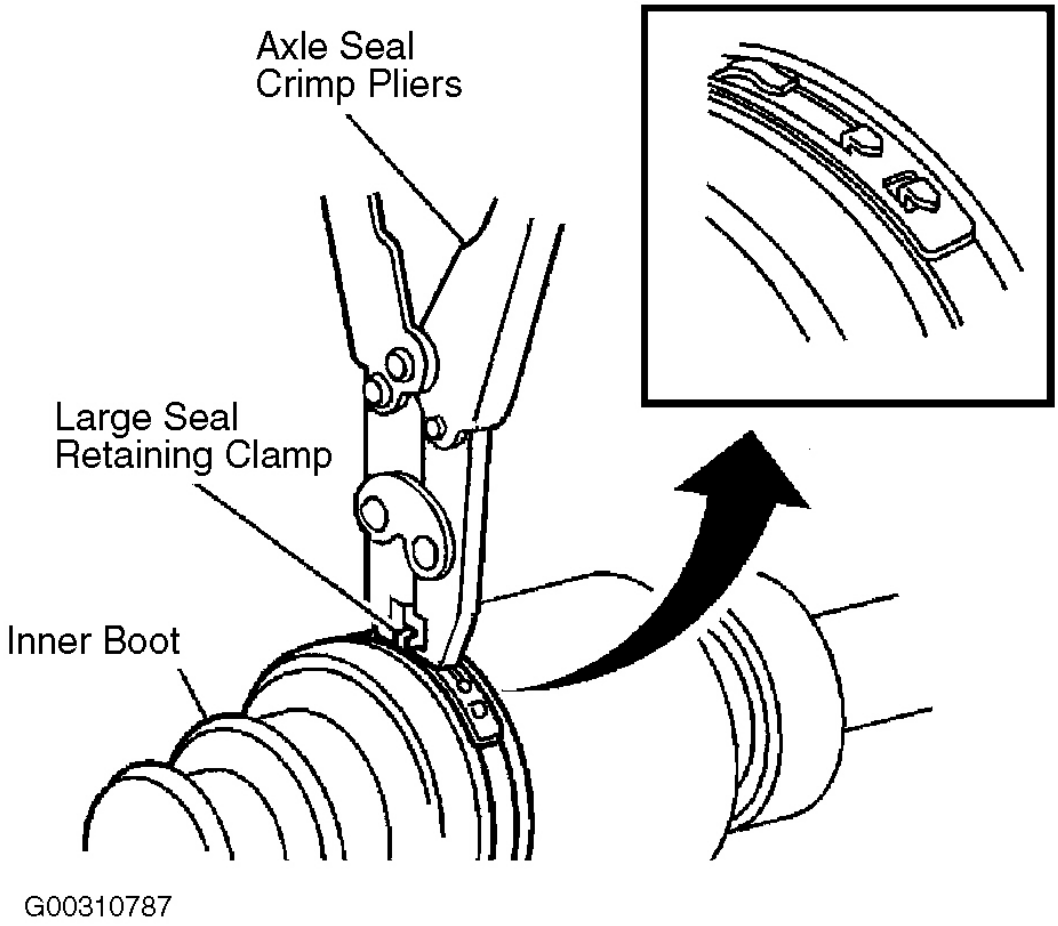

Fig. 13: Latching Large Seal Retaining Clamp
30. Using the axle seal crimp pliers, latch the large boot retaining clamp. See **Fig. 13** . Ensure that the latching tangs are fully engaged in the large boot clamp band.